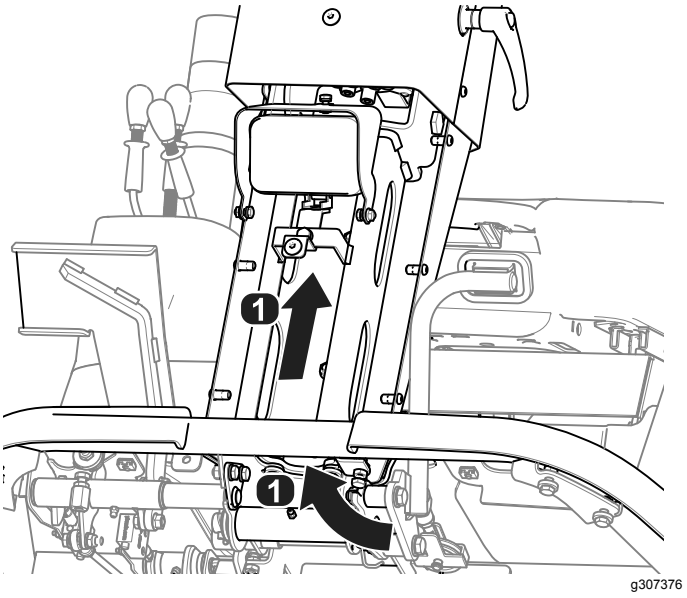

Figure 18
7. Route the wire harness under the platform with the machine wire harness and into the steering column (Figure 18).